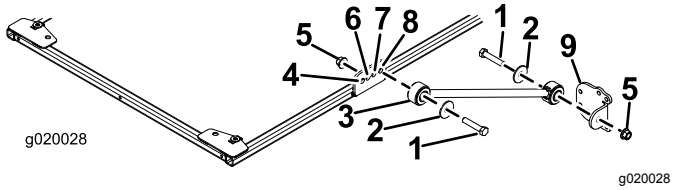

図 20
- モデル 03820、03821、30604、30605、30608 および 30609 の場合は、サンシェードのフレームの左右それぞれの側で、ブレースブラケットの**後ろの**穴にブレースを仮止めするボルト½ x 2½"、ワッシャ½"、フランジナット½"を使用して図 20のように取り付ける。
8. 各ブレースに、ブレースブラケットを仮止めするボルト½ x 2½"、ワッシャ1/2"、フランジナット½"を使用し、図 20のように取り付ける。